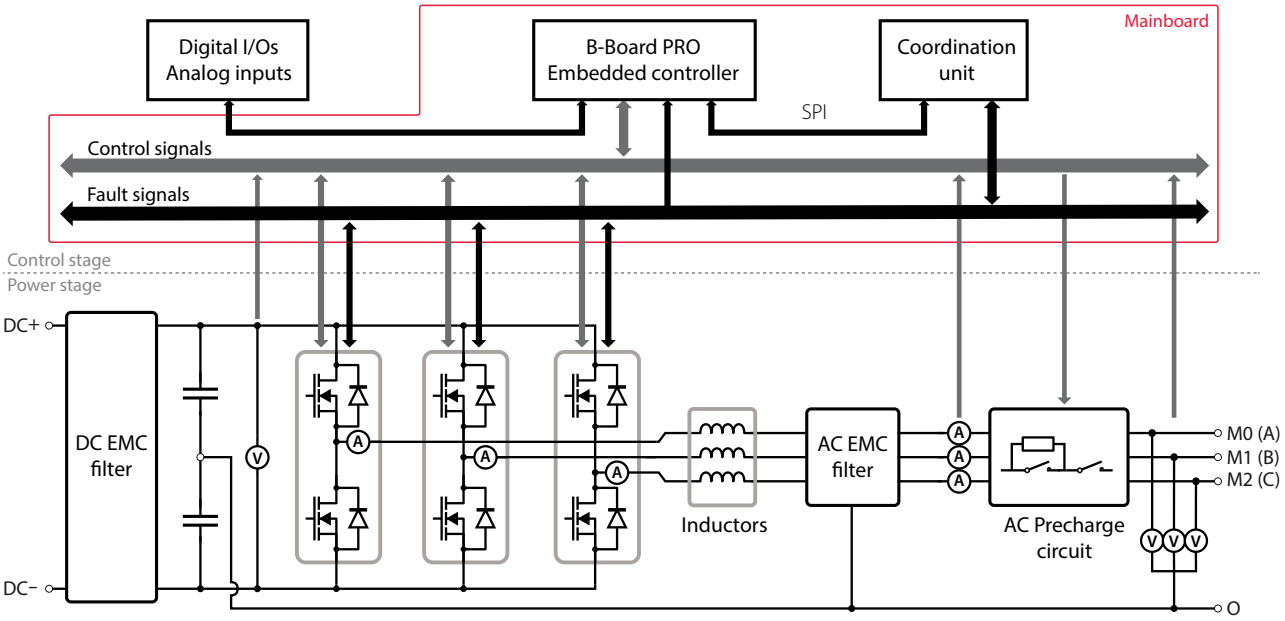

Fig. 4. Functional overview of the TPI8032.
- Sensors : Ten voltage and current sensors are distributed along the converter, as shown in Fig. 4.